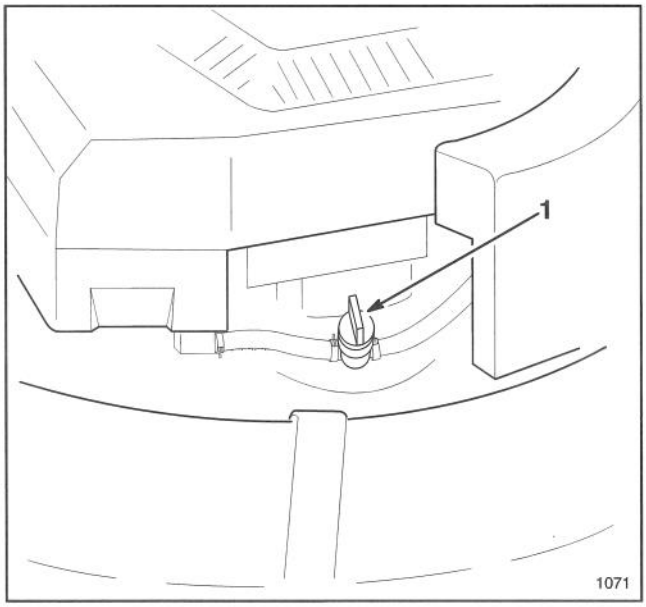

Figure 7
4. Open fuel shut-off valve on engine (Fig. 7).
3. Open fuel shut-off valve (Fig. 7) if it is not already open.